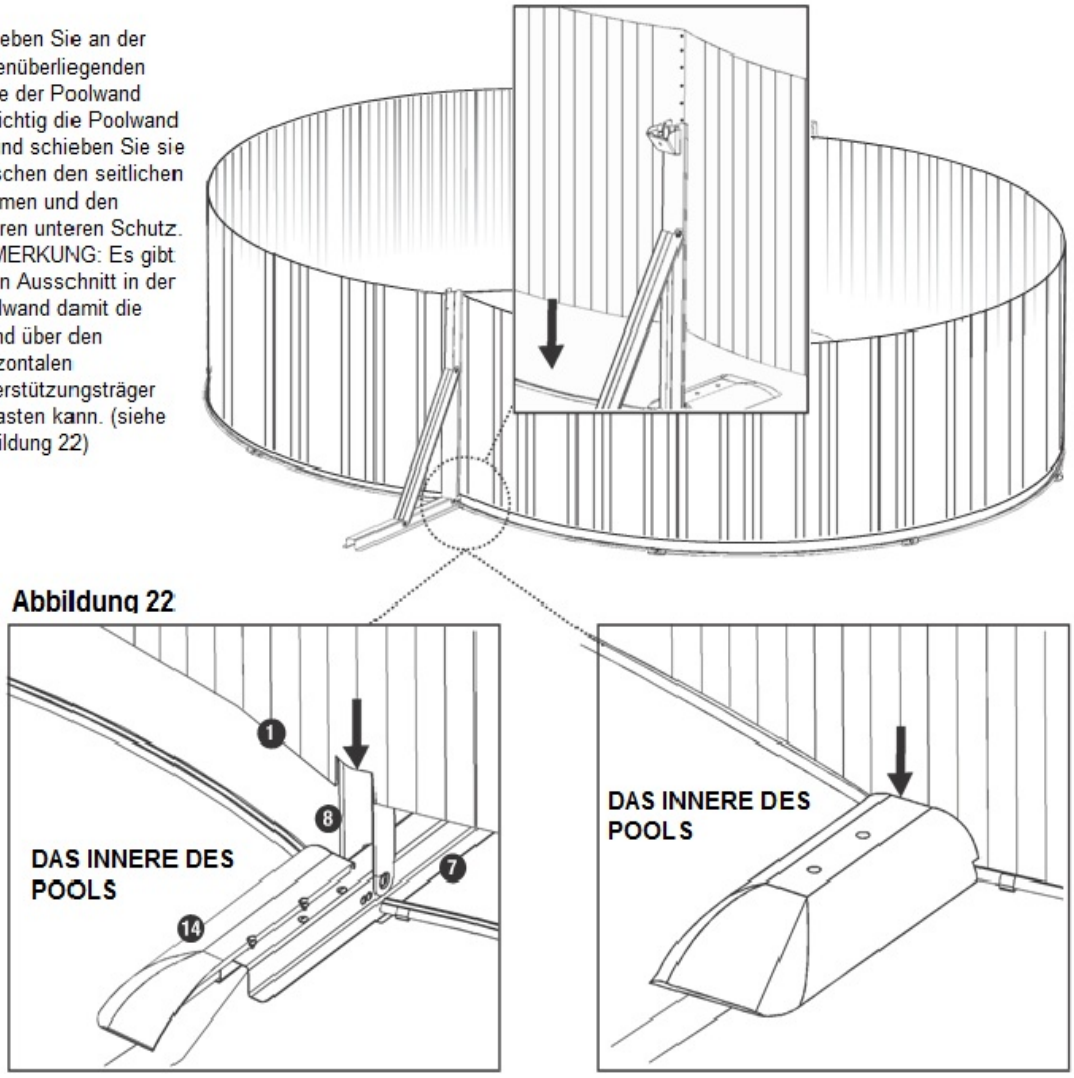

Abbildung 22
9. Heben Sie an der gegenüberliegenden Seite der Poolwand vorsichtig die Poolwand an und schieben Sie sie zwischen den seitlichen Rahmen und den inneren unteren Schutz. ANMERKUNG: Es gibt einen Ausschnitt in der Poolwand damit die Wand über den horizontalen Unterstützungsträger einrasten kann. (siehe Abbildung 22)